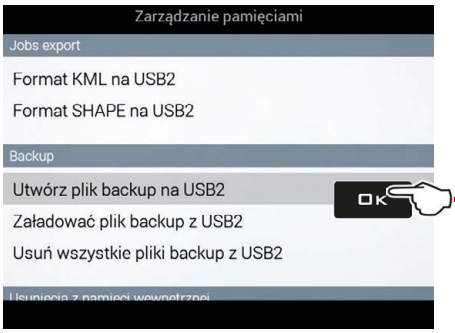

Rys. 300
- Wybrać pozycję **Utwórz plik backup na USB1** (Rys. 300) i nacisnąć **OK**.